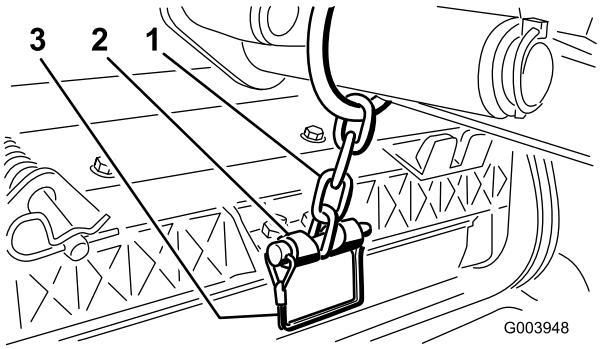

Figure 17
13. Secure the lift arm chain to the chain bracket with the snapper pin (Figure 17). Use the number of chain links described in the cutting unit *Operator's Manual*.